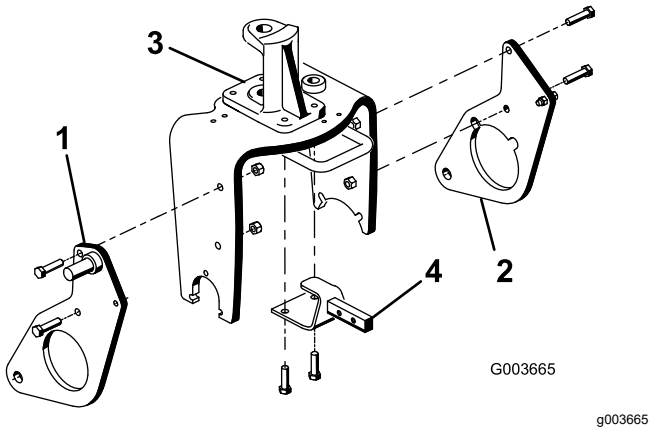

Figure 12
1. Loosely mount the right hand plow plate to the right side of the caster fork with 2 bolts (1/2 x 2 inches) and locknuts as shown in Figure 12.
2. Repeat the procedure with the left hand plow plate (Figure 12).
4. Remove and discard the 2 bolts securing the front of the steering pivot to the top of the caster fork (Figure 12).
5. Using the caster fork and steering pivot mounting holes, mount the hitch frame bracket to the underside of the caster fork with 2 bolts (1/2 x 1-3/4 inches); refer to Figure 12.